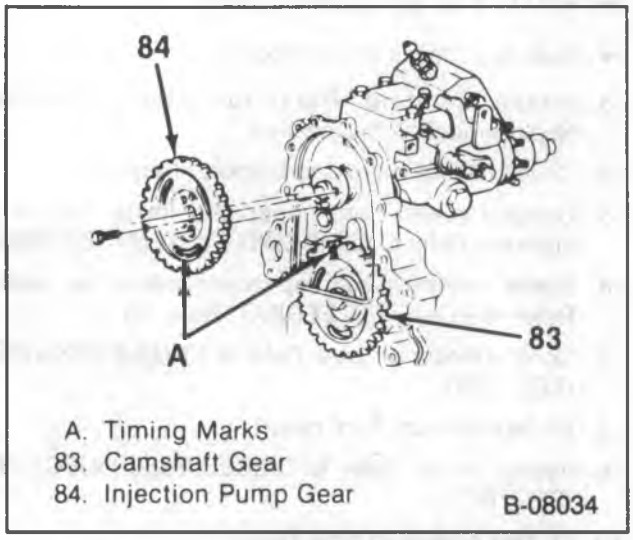

Figure 16—Injection Pump Gear and Timing Marks
- Note position of gear timing mark. If not visible, mark gear to cover (figure 16).
- Align the timing marks (figure 16).